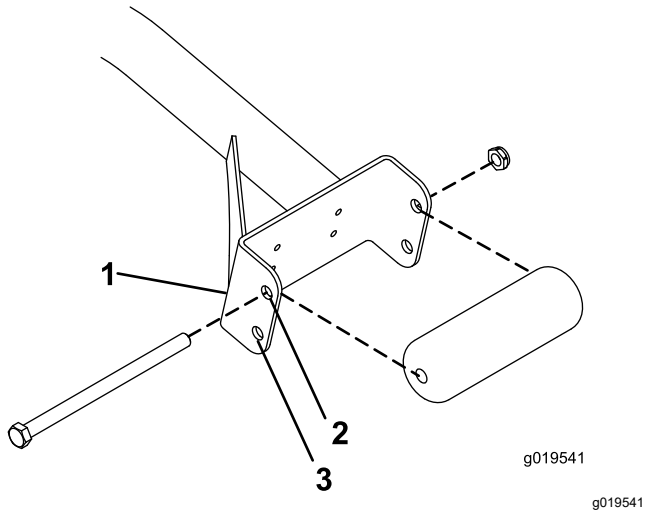

**Figur 3**
- Hvis du bruker en 69 cm klippeenhet, installerer du valsene i de øvre monteringshullene i støtteenhetskanalene (Figur 3).
- Hvis du bruker en 81 cm klippeenhet, installerer du valsene i de nedre monteringshullene av støtteenhetskanalene.(Figur 3).